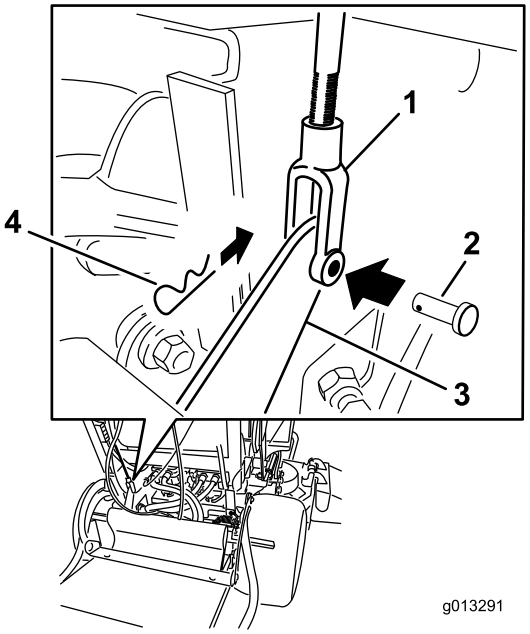

Figura 62
4. Para ajustar o travão, retire o pino de segurança e contrapino da alavanca inferior do travão e da culatra (Figura 62).
7. Fixe a culatra à alavanca inferior do travão com o contrapino e pino de segurança (Figura 62).